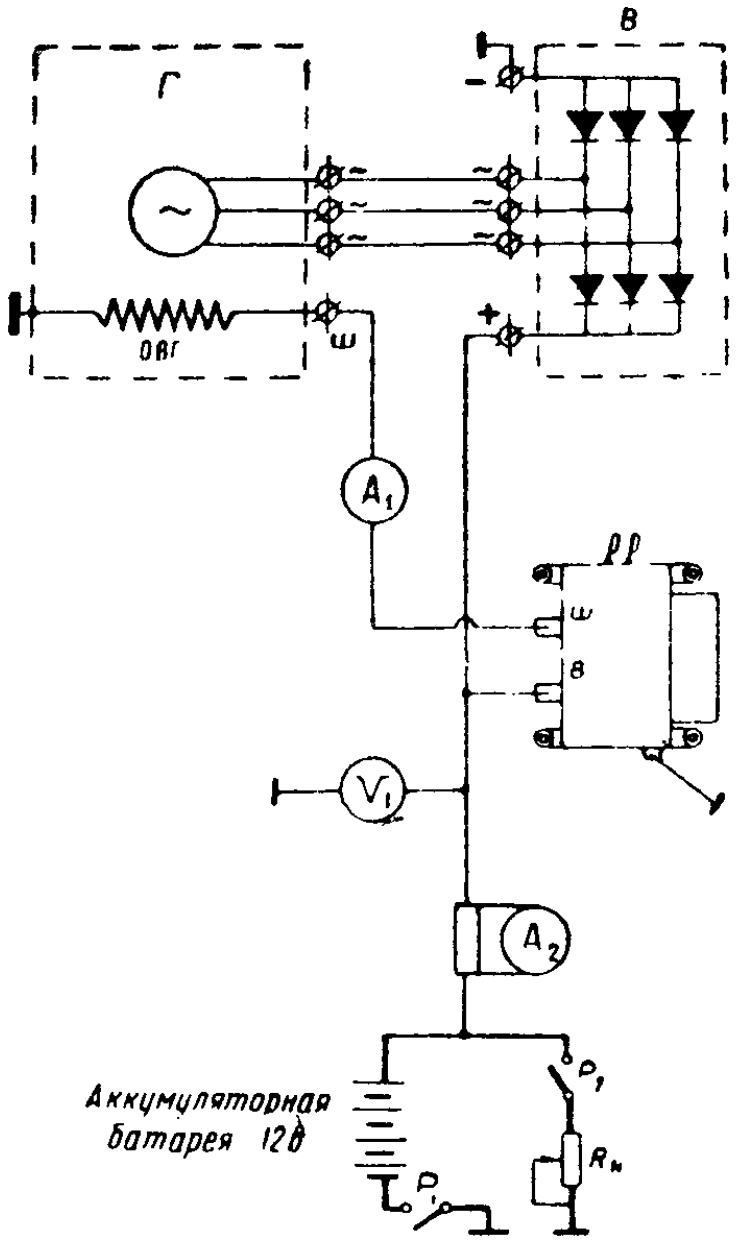

Рис. 26. Схема проверки исправности реле-регулятора
Для проверки реле-регулятора необходимо иметь вольтметр V_1 со шкалой до 20—30 в, который подключают между «массой» и клеммой В (рис. 26) реле-регулятора, и два амперметра, один из которых (A_1) включается в цепь возбуждения, а другой (A_2) — в цепь нагрузки генератора.
3) включив потребители, а если необходимо — и дополнительную переменную нагрузку $R_н$ (рис. 26), устанавливают силу тока, близкую к номинальной, и проверяют напряжение в этом режиме;